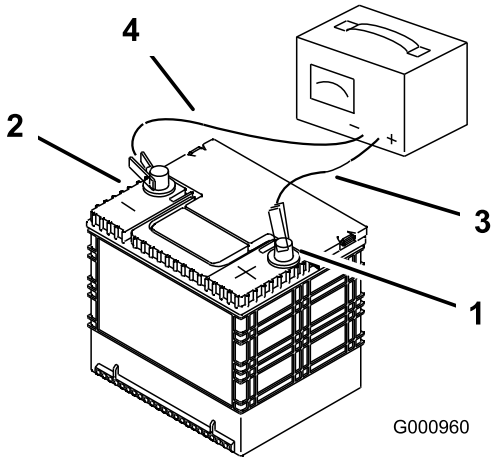

Figur 50
2. När batteriet är fulladdat ska laddaren kopplas bort från eluttaget först, och sedan ska laddningskablarna lossas från batteripolerna (Figur 50).